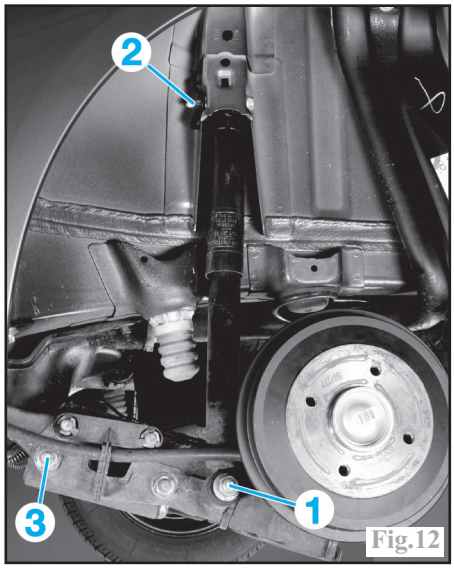

Fig.12
-le boulon de fixation (1) de l'amortisseur sur le bras (Fig.12).
-le boulon de fixation (2) de l'amortisseur sur la caisse.
-déposer le boulon (1) de fixation inférieur de l'amortisseur (Fig.12).